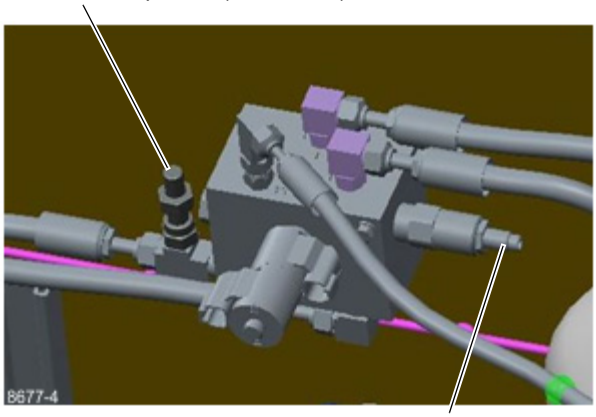

FIGURA 4-9
1. Con el motor apagado, instale un acoplador de desconexión rápida para diagnóstico y revisión de presión (Parker PD240) con el medidor en la boquilla de prueba de la lumbrera de prueba (consulte la Figura 4-9).
4. Ajuste la presión del circuito girando el tornillo de ajuste de la válvula reductora de presión (consulte la Figura 4-9) hasta que el manómetro indique una presión de 2500 ± 50 psi (172 ± 3.5 bar); en sentido horario aumenta la presión y en sentido contrahorario disminuye la presión.